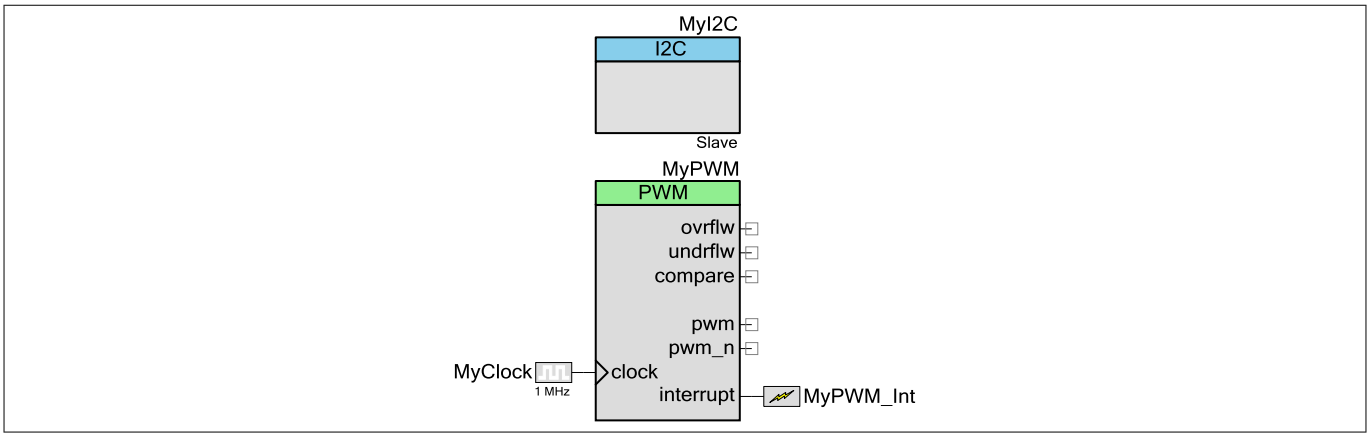

**図 8 2 つの割込みを持つ回路設計の例**
**PSOC™ Creator:** PSOC™ Creator では、サンプルデザインで割込みを割り当てます。図 8 は、2 つの割込みを伴う設計を示します。1 つは割込みコンポーネント `MyPWM_Int` に接続された PWM コンポーネントからのもの。もう 1 つは I2C コンポーネントからのものです。
この例では、I2C コンポーネントに割込みが埋め込まれます。その割込みは図 8 の回路図には示されません。デザイン全体のリソースウィンドウに `MyI2C_SCB_IRQ` として表示されます。